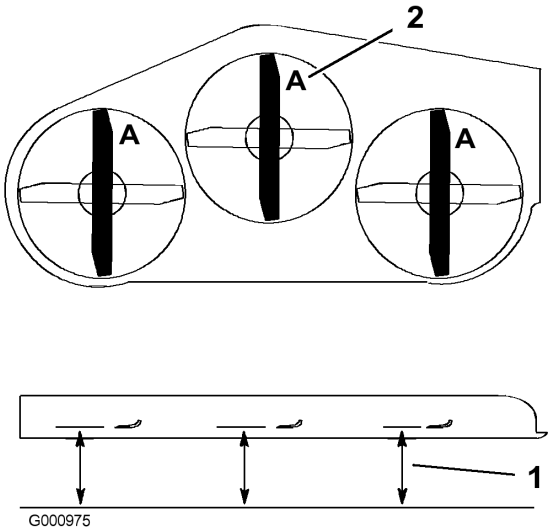

Figure 75
3. Tournez les lames dans le sens longitudinal (Figure 75). Mesurez la distance entre la surface plane et le tranchant (position **A**) des lames (Figure 75) et notez cette valeur.